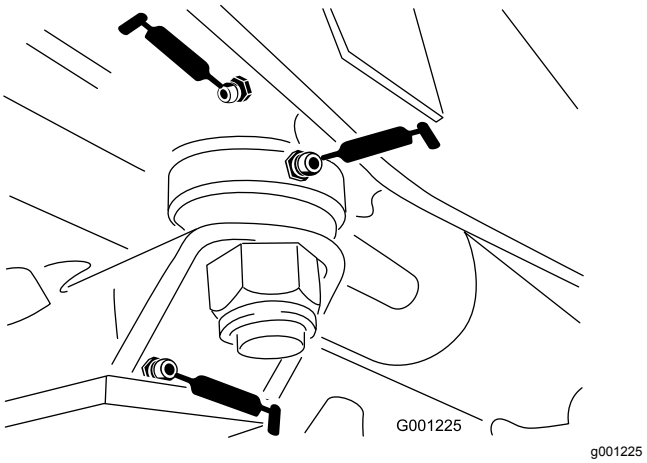

Figuur 41
- Lagerbussen van stuurplaat (Figuur 41)
- Lagerbus van aspen (Figuur 41)